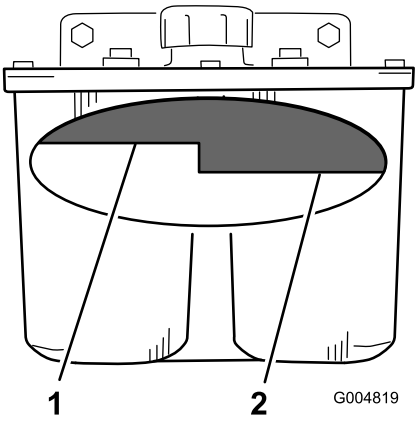

**Figuur 61**
2. Reinig de omgeving van de vulbuis en de dop van de hydraulische tank (Figuur 61).
3. Verwijder de dop van de vulbuis. Kijk in de vulbuis om te controleren of er nog vloeistof in het reservoir is (Figuur 61).
**Opmerking:** Het vloeistofpeil moet aan de bovenkant van de Warm-markering op de keerplaat staan als de vloeistof warm is (Figuur 61).